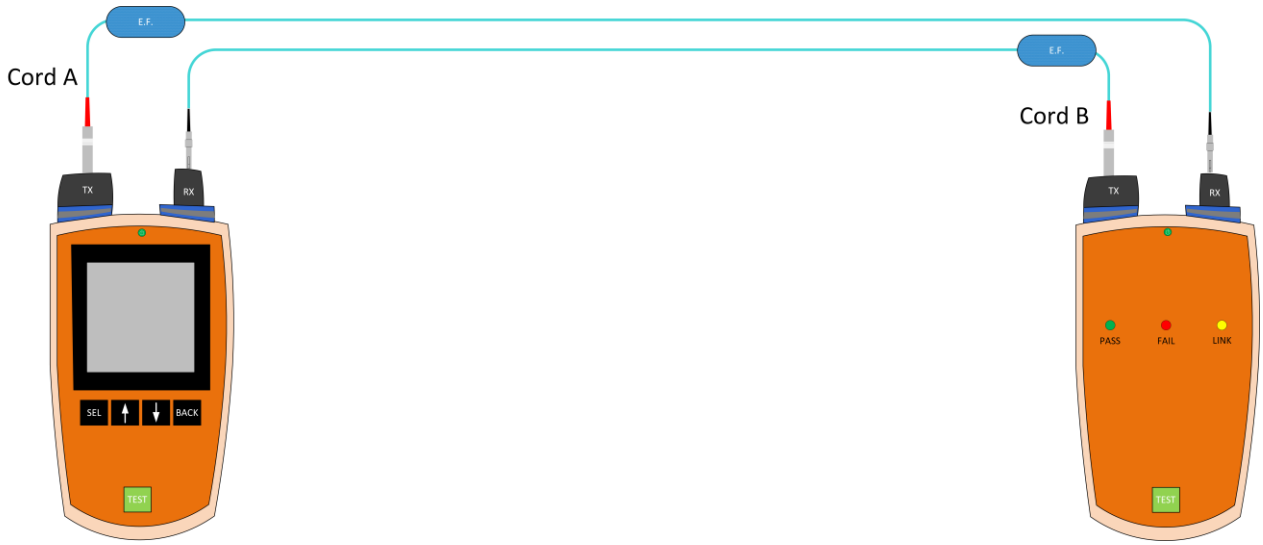

Figure 1
Step 1: Connect the main and remote units directly using only one SC to LC TRC between them as shown in figure 1. Set the reference on the tester. **After this step, if the SC connector is removed from the transmit side of the tester the referencing process shall be started over from step 1.**